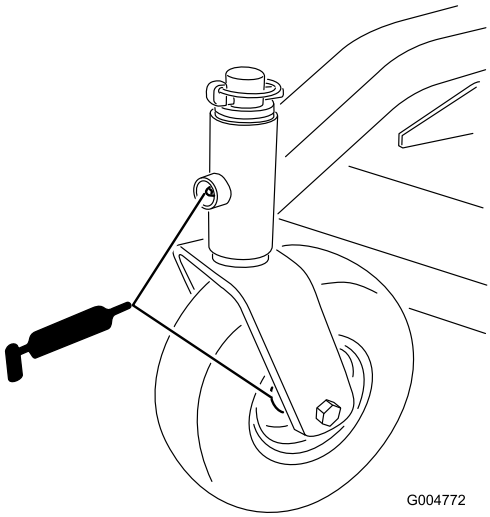

Figur 15
- Främre svänghjulens spindelbussningar (Figur 15)
- Främre och bakre svänghjulslager (Figur 15)